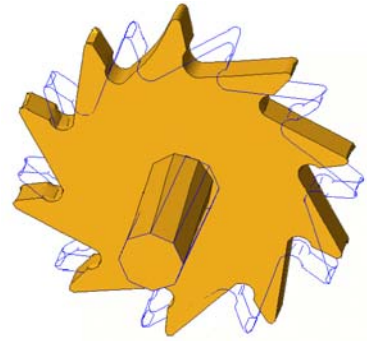

*Figure 47. The (yellow) deformed geometry (**Body Bound**) versus the original geometry (**Boundaries**)*
2. From the **View Results & Deformation** window, select **Deformed**, under the heading **Main Mesh**. Under the heading **Reference mesh** select **Original**. Click **Apply**. In order to better distinguish the two geometries, select **Body Bound** from the **Style** menu in the **Select & Display Style** window. The result is shown in Figure 47.